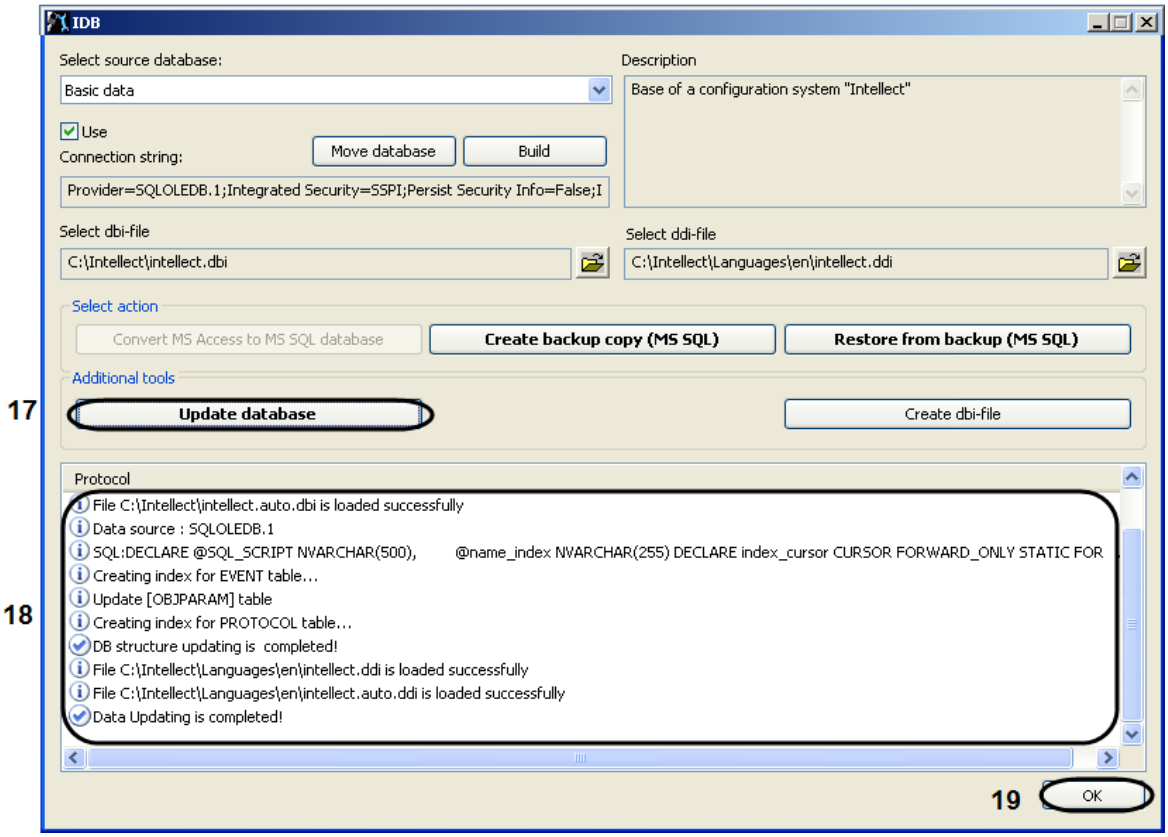

Figure 8.3-18 Database structure update
17. It is strongly recommended to update the database structure after this. For this click the “Update database” button in the idb.exe utility dialog box (Figure 8.3-18).